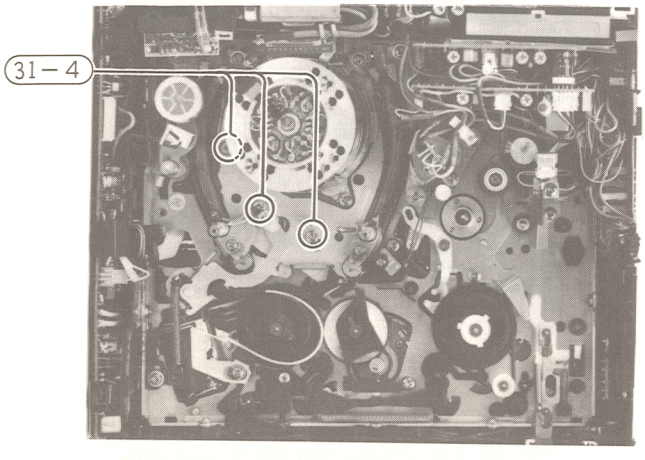

Fig. 35 Supply and Take-up Loading Arms
31. Supply and take-up loading arms (Fig. 35)